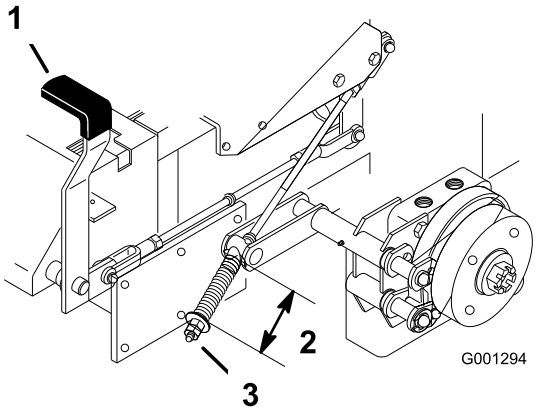

Figur 59
2. Mål lengden på fjæren. Lengden mellom skivene skal være 64 mm (Figur 59).
3. Hvis det er nødvendig med justering må du koble ut parkeringsbremsen, løsne på låsemutteren under fjæren og justere mutteren rett under fjæren (Figur 59). Drei mutteren inntil korrekt måling er oppnådd. Vri mutteren med klokken for å gjøre fjæren kortere og mot klokken for å gjøre den lengre.